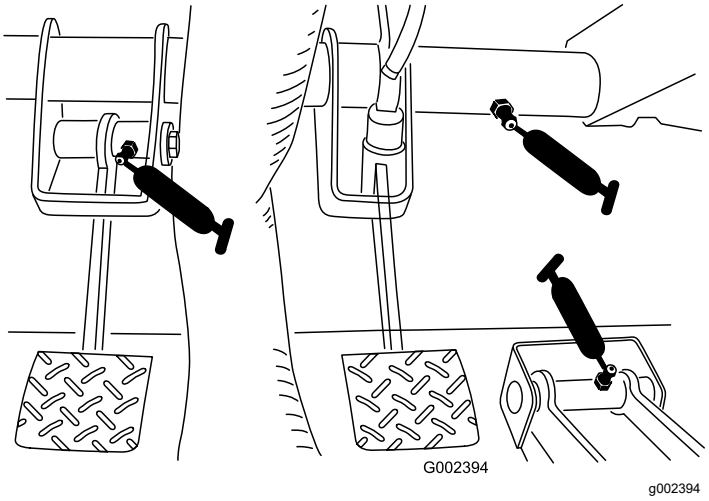

**Figur 31**
- **Koppling (1)**, se Figur 31
- **Gas (1)**, se Figur 31
- **Broms (1)**, se Figur 31